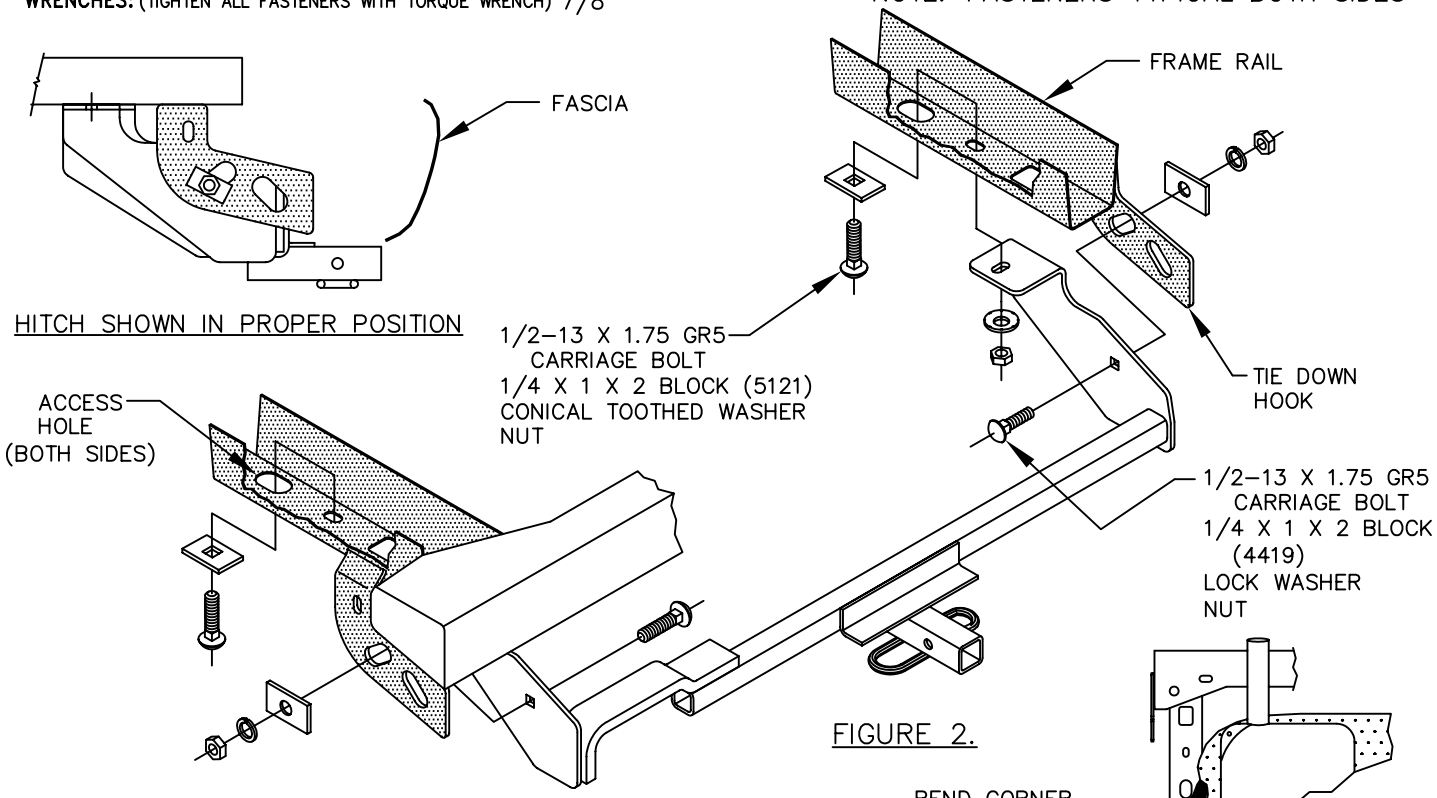

FIGURE 2.
5. INSTALL REMAINING FASTENERS AS SHOWN – SEE FIGURE 2.